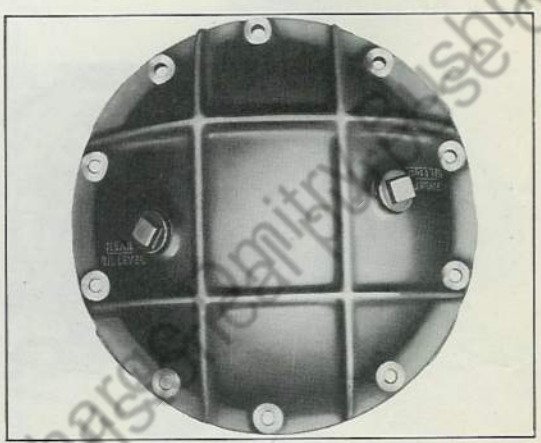

Fig. 5 Install Cover in Position Shown for Rear Axle; Rotate 180 Degrees for Front Axle
5. Replace housing cover and gasket and tighten cap screws. Cover used on front and rear axles is the same. When used at rear, be sure filler hole marked **"Rear** oil level" is below axle center line, or installed so that lettering is upright. When used at front axle, the hole marked **"Front** oil level" should be below the center line so words will be upright. See Fig. 5.